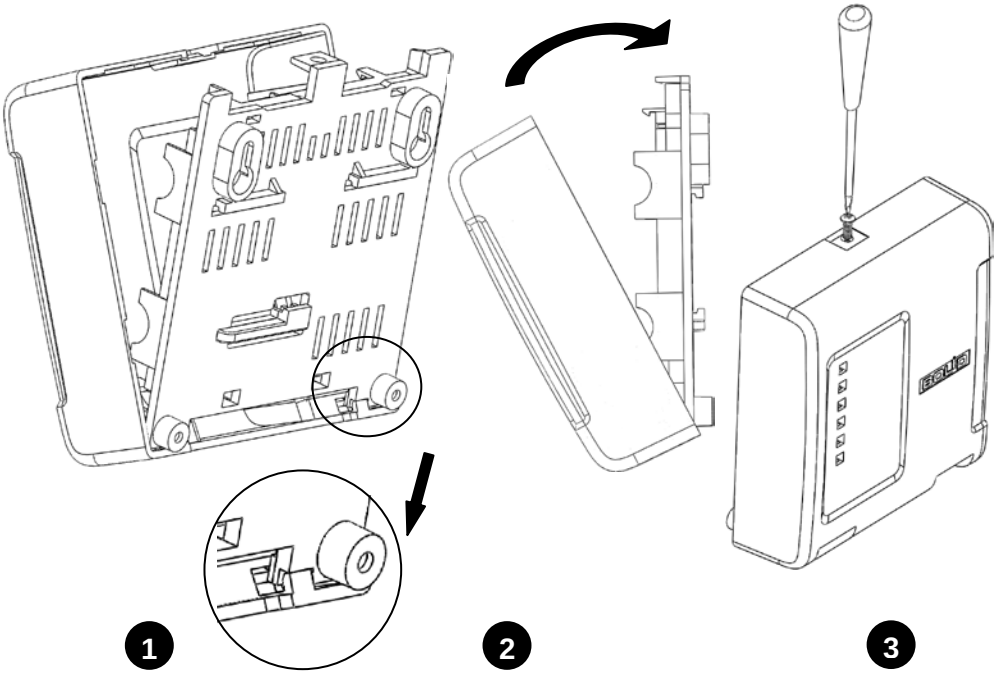

Рисунок 7. Установка крышки блока
4.4 Закройте крышку блока в порядке, указанном на рис. 7.